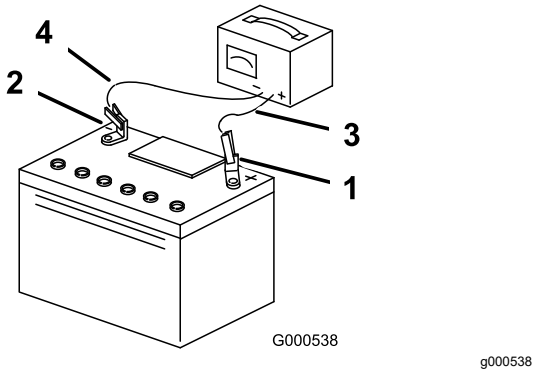

Figur 51
3. När batteriet är fulladdat ska laddaren kopplas bort från eluttaget först, och sedan ska laddningskablarna lossas från batteripolerna (Figur 51).